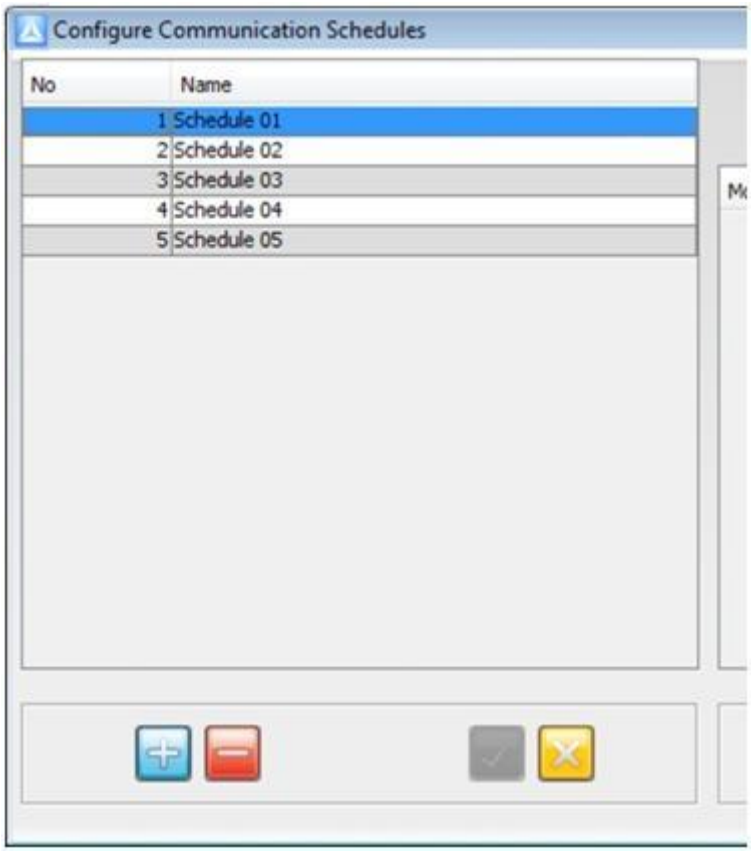

Figure 20 – Left-hand Side of the Configure Communication Schedules Dialog
2. From the list of displayed Schedules, select a Schedule record (see Figure 20 for clarification).